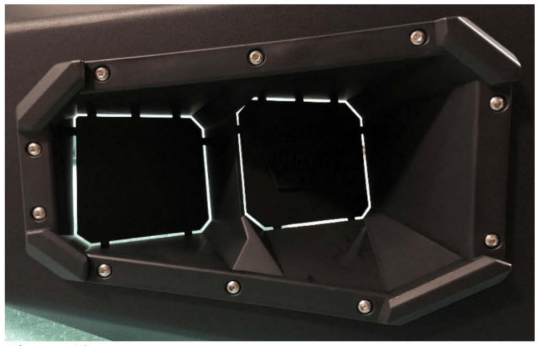

Figure 19.
19. Install the two light boxes (94888 and 94889) into the bumper ib tge RH and LH side resepectivly. Use the provided #10-24 bolts, flat and lock with nuts to attach them to the bumper and tighten them with the 10mm socket wrench and 3mm allen wrench (50246-HW). Figure 19.